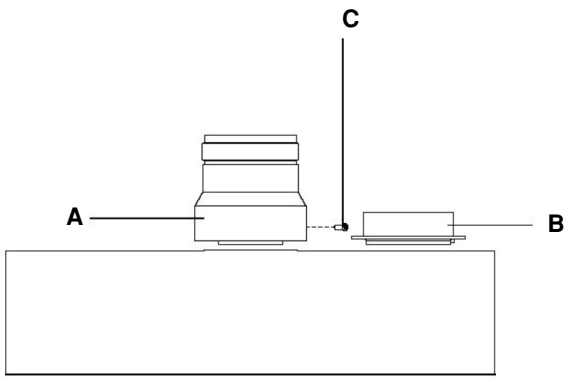

Fig. 10
4.5.3.1 INSTALLATION OF TWIN ADAPTOR KIT (see fig. 10 & 11)